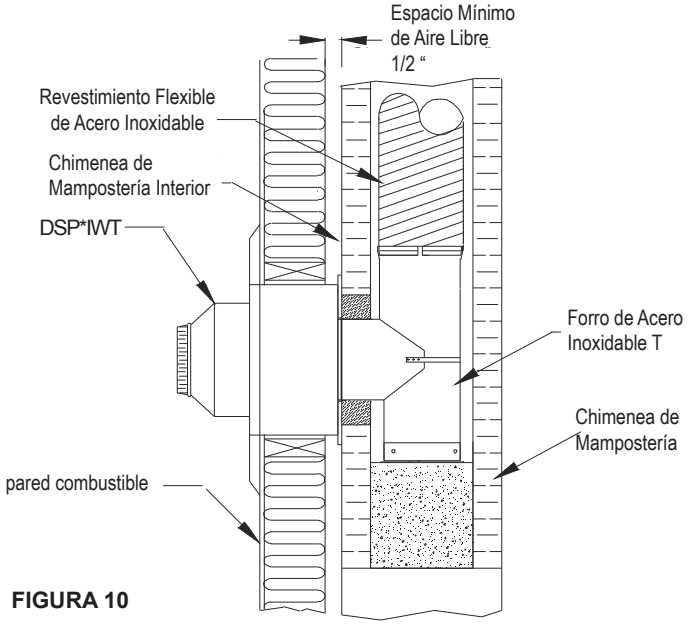

FIGURA 10
- Si hay una pared combustible delante de la chimenea de ladrillo a través de la cual su tubería de conexión se conecta al revestimiento, para instalar el aparato, un sistema de paso de pared listado u otros métodos aprobados (consulte NFPA 211 o CAN / CSA-B365) debe estar instalado. Ver la Sección 8 para el dedal de pared aislado (DSP-IWT) y la FIGURA 10.
- Si la separación de 18 pulgadas a los materiales combustibles - como se menciona en La sección 7 no se puede lograr, un dedal de pared aislado (IWT) puede ser instalado para reducir esta separación a dos pulgadas (vea la FIGURA 10).